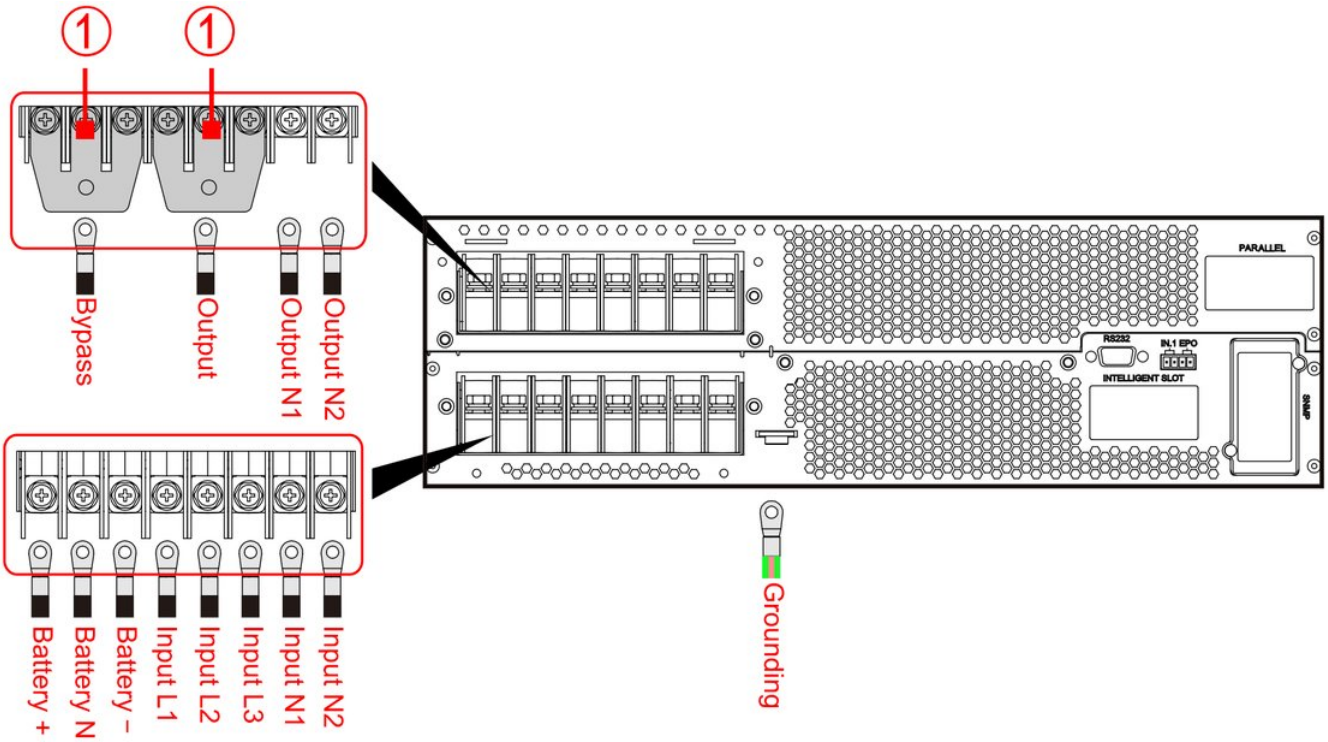

FIGURA 3-13 Collegamenti nel modo 31, 30 kVA e 40 kVA
Montare la coppia di ponticelli ① sui morsetti dell'UPS. La Figura 3-13 mostra i collegamenti nel modo 31. Quando i neutri di uscita e di ingresso usano ciascuno due cavi in parallelo, collegare un cavo a ciascuna barra di neutro.